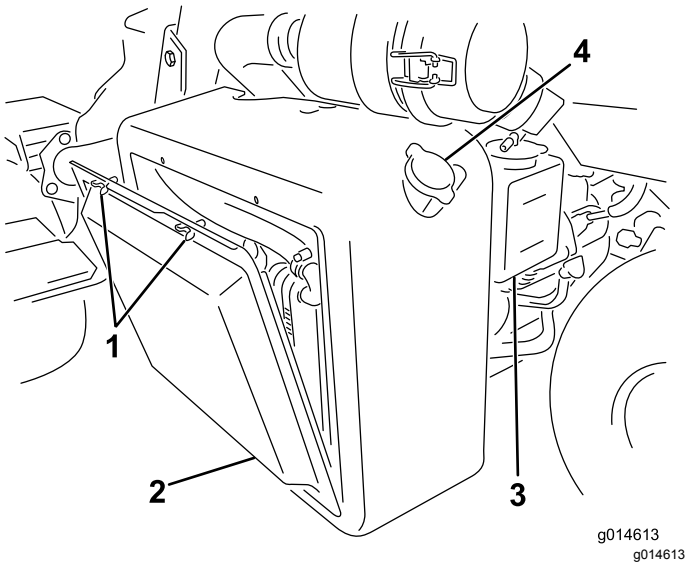

Figur 52
1. Afmonter kølergitteret (Figur 52).